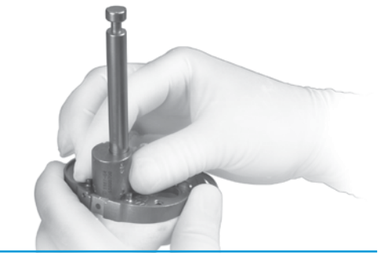

Fig. 13
- Note the position of the etch marks on the bushing relative to the etch mark on the center of the anterior portion of the Sizing Plate **(Fig. 13)**.